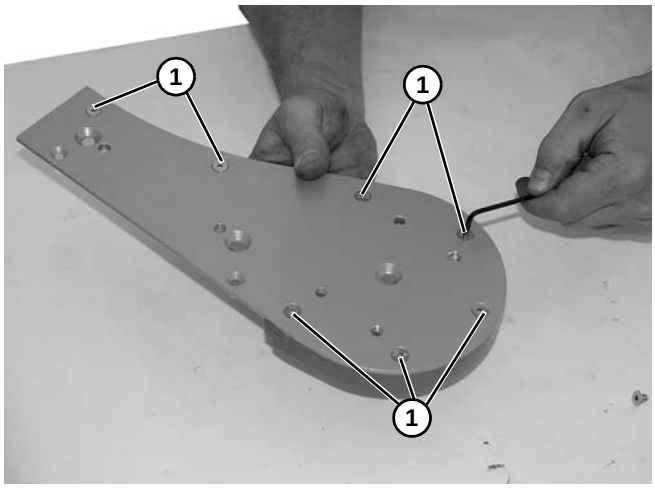

Figure 81
2. Remove seven (7) socket head screws **(Figure 81, item 1)** from idler head plate assembly.